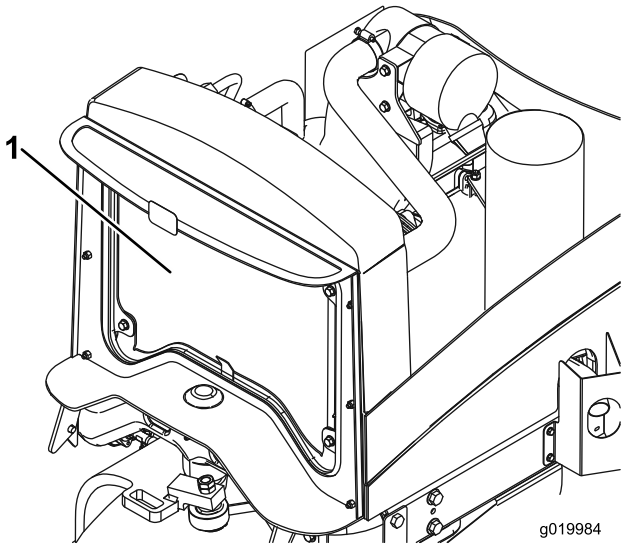

**Figur 52**
2. Rengör noga båda sidor av kylaren och oljekylaren med vatten eller tryckluft (Figur 52).